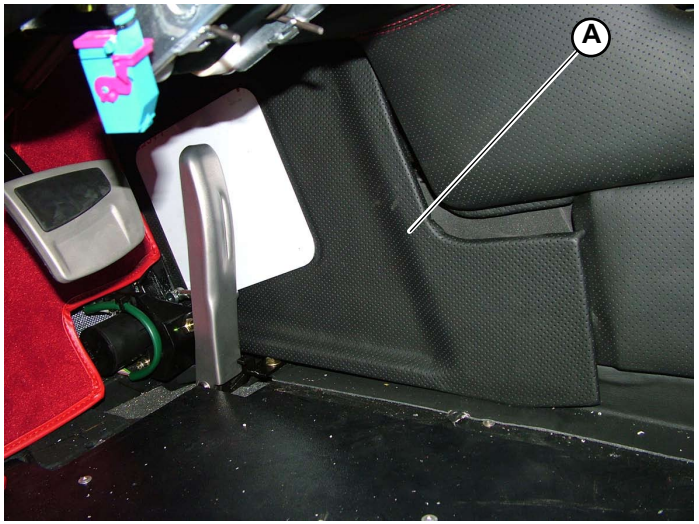

Fig.1
1. Insert the slot on the panel (**A-Fig.1**) into its housing on the end part of the tunnel.